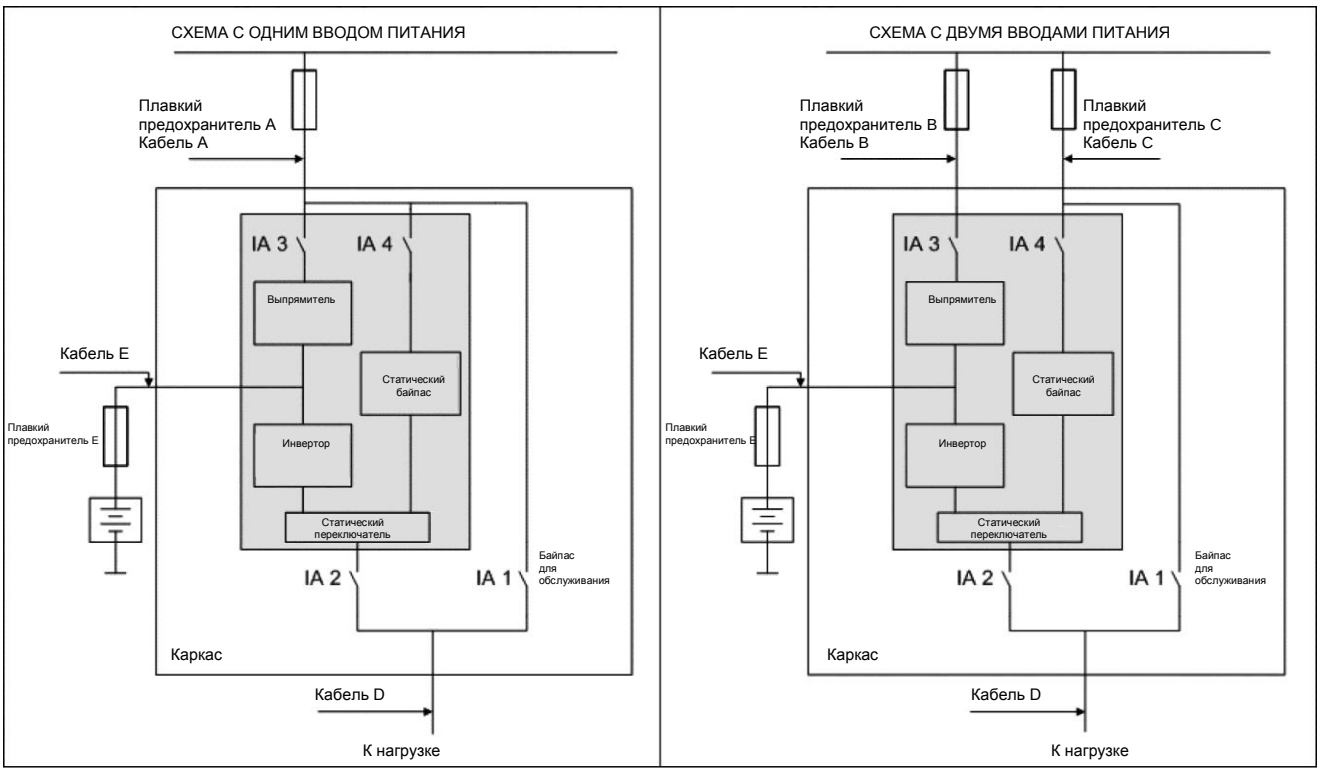

Рис. 12. Схема ИБП PowerWave 33 S3. Схема с одним вводом слева, схема с двумя вводами справа
- Устройство настроено в соответствии с потребностями на один или два ввода питания (см. рис. 12). Заводским стандартом является схема с двумя вводами питания, схема с одним вводом питания поставляется по заказу в собранном виде. Переход от схемы с одним вводом к схеме с двумя вводами и обратно описан в подразделе 4.4.1.